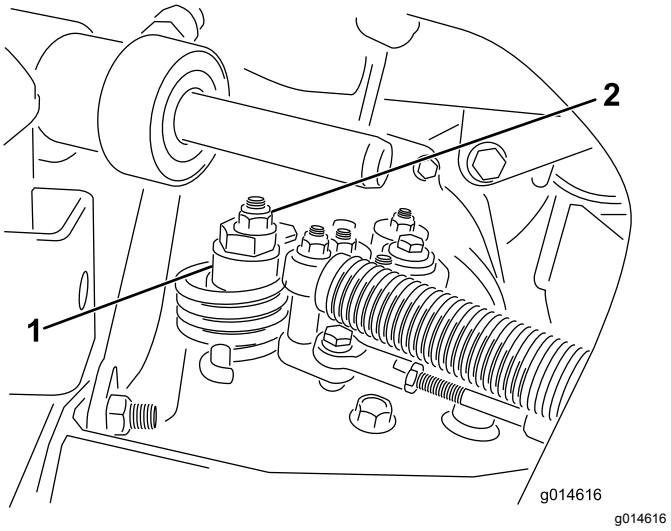

Figur 33
A. Løsne mutteren som fester eksenteren til toppen av hydrostaten (Figur 33).
C. Stram eksenteren til den ikke beveger seg i noen retning. Når hjulet ikke lenger roterer, må du stramme mutteren som låser eksenteren og justeringen (Figur 33). Kontroller justeringen med gassen i SAKTE- og HURTIG-stillingen.